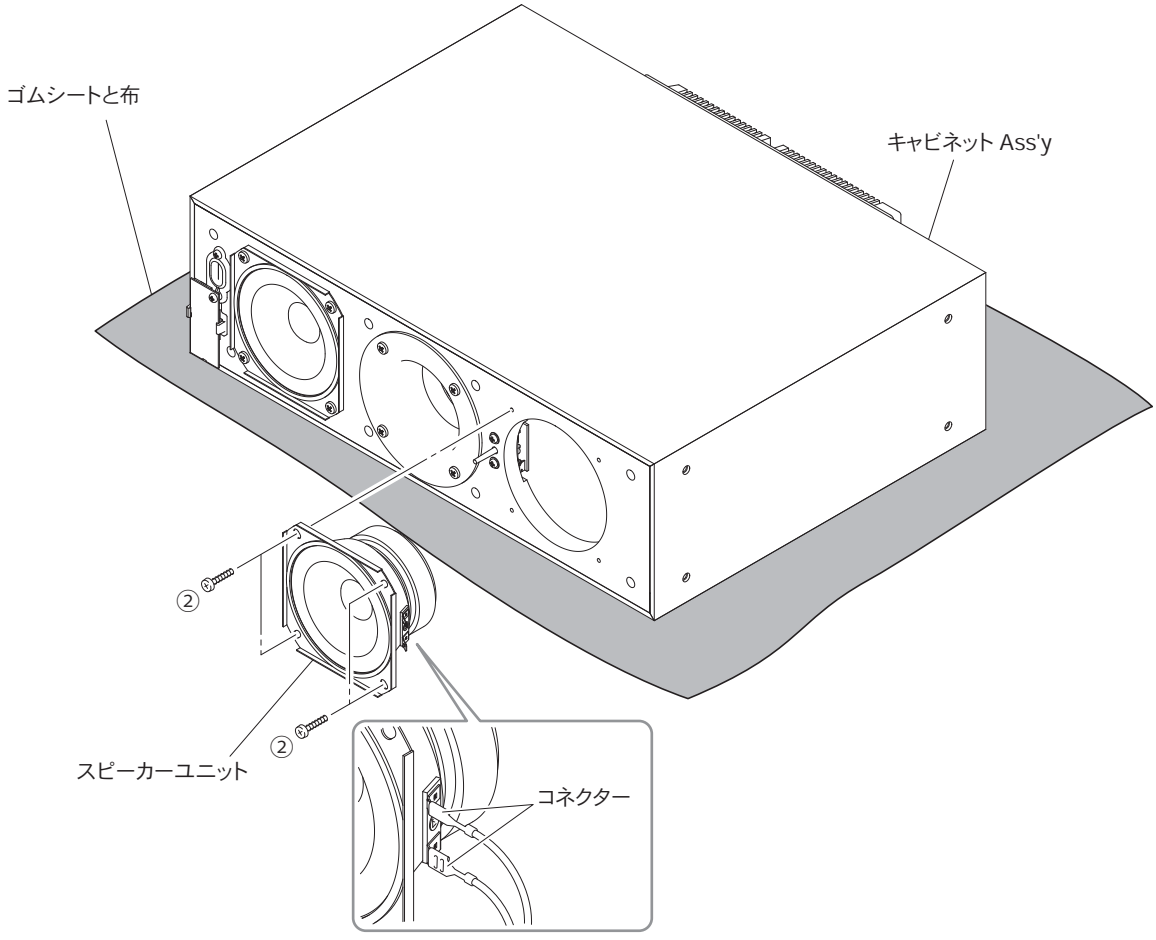

Fig. 2
2. スピーカーユニットの外し方（Fig. 2）
a. ② のネジ 4 本を外し、スピーカーユニットを引き出します。